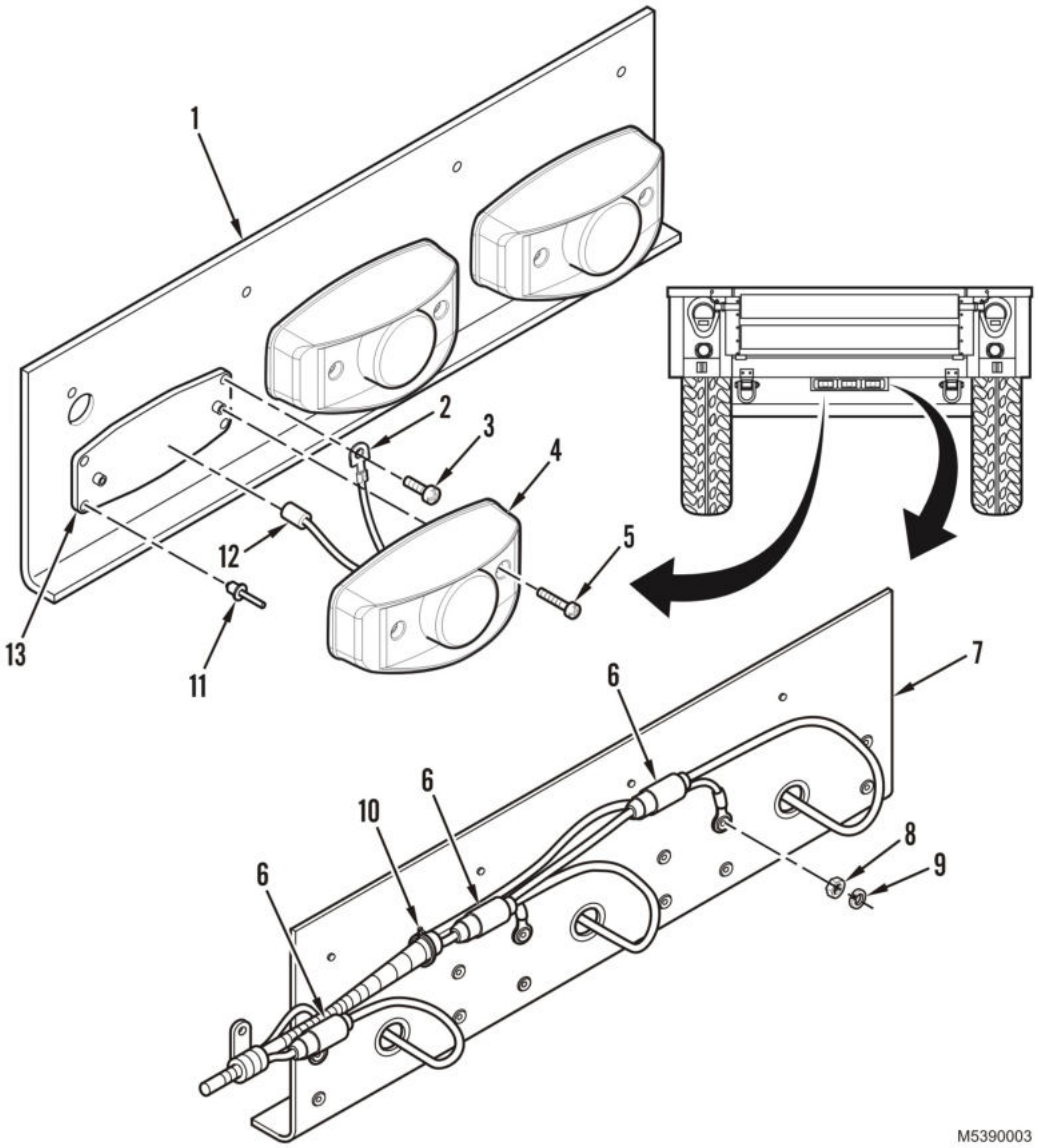

Figure 2. Lamp Assembly with LED Removal and Installation.
1. Remove two screws (Figure 2, Item 5) and retainer with lens (Figure 2, Item 4) from plate (Figure 2, Item 13).
2. Remove nut (Figure 2, Item 9), lockwasher (Figure 2, Item 8), screw (Figure 2, Item 3), and ground wire (Figure 2, Item 2). Discard lockwasher.
3. Remove three rivets (Figure 2, Item 11) securing plate (Figure 2, Item 13) to cargo body bracket (Figure 2, Item 1). Discard rivets.
4. Cut tiedown straps (Figure 2, Item 10) and disconnect light connector (Figure 2, Item 12) from wiring harness connector (Figure 2, Item 6).
5. Remove plate (Figure 2, Item 13) from cargo body bracket (Figure 2, Item 1).
1. Position plate (Figure 2, Item 13) on cargo body bracket (Figure 2, Item 1).
2. Connect light connector (Figure 2, Item 12) to wiring harness connector (Figure 2, Item 6) and install new tiedown straps (Figure 2, Item 10).
3. Install plate (Figure 2, Item 13) and three new rivets (Figure 2, Item 11) to cargo body bracket (Figure 2, Item 1).
4. Install ground wire (Figure 2, Item 2), screw (Figure 2, Item 3), new lockwasher (Figure 2, Item 8), and nut (Figure 2, Item 9).
5. Install retainer with lens (Figure 2, Item 4) and two screws (Figure 2, Item 5) on plate (Figure 2, Item 13).